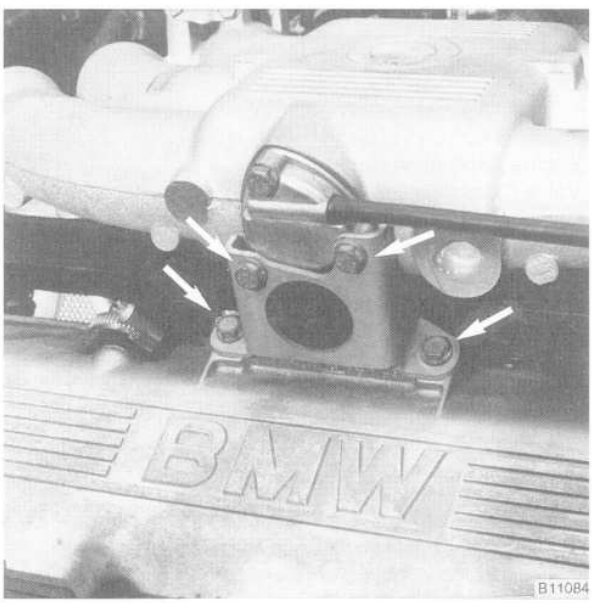

Fig. 1. Intake manifold support bracket mounting bolts (**arrows**).
1. Remove the intake manifold support bracket. See Fig. 1.